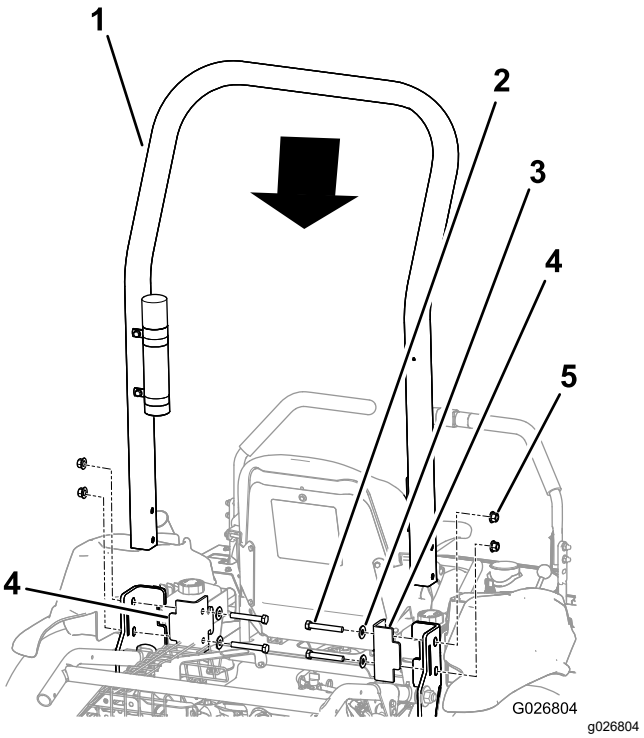

Rysunek 6
2. Zamontuj pałąk zabezpieczający na maszynie w sposób pokazany na Rysunek 6.